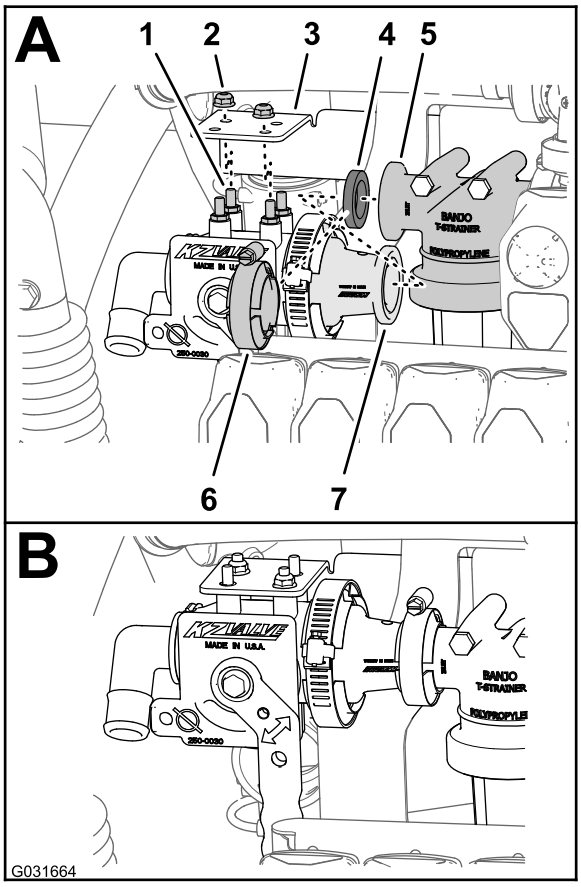

Figur 223
1. Rikta in packningen med flänsen på filterhuvudet (Figur 223).
2. Rikta in tapparna på vätskeavstängningsventilen (Toro-artikelnr 130-7324) med de fyra hålen i avstängningsventilfästet (Toro-artikelnr 131-3725-03) och vätskeavstängningsventilens flänsadapter med filterhuvudets fläns och packning (Figur 223).
3. Montera vätskeavstängningsventilen på avstängningsventilfästet med två flänslåsmuttrar (1/4 tum, Toro-artikelnr 119-6897) på två diagonalt inriktade tappar på vätskeavstängningsventilen enligt Figur 223.
5. Sätt fast vätskeavstängningsventilens flänsadapter på filterhuvudets fläns med klämman (Figur 223) som du tog bort i